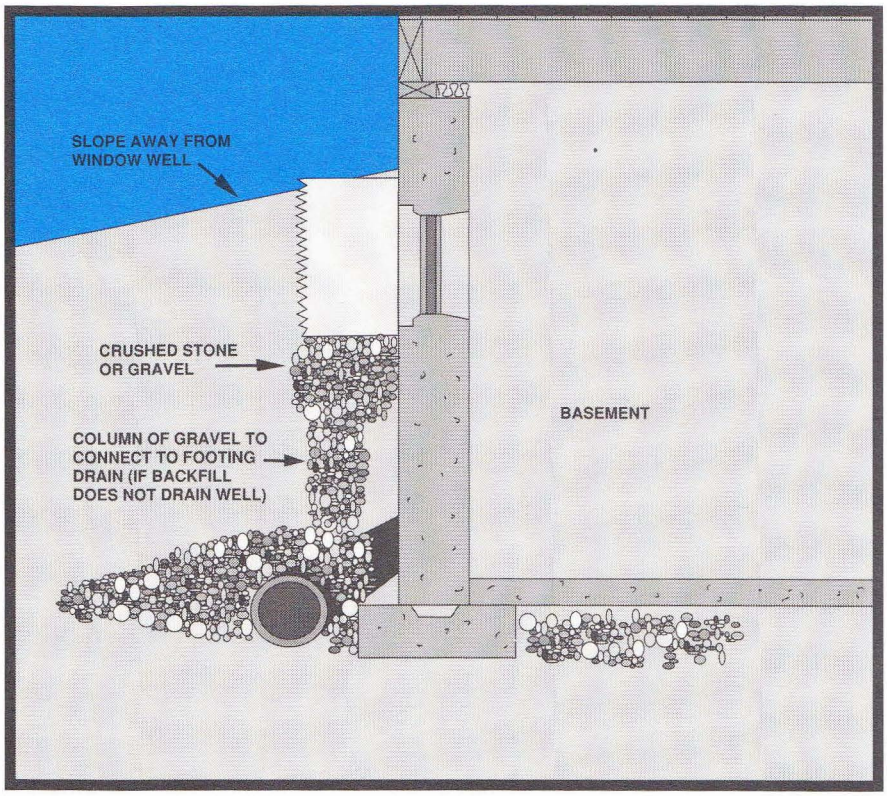

**FIGURE 41**
- If the *backfill* below the well does not drain well, then the bottom of the well can be connected to a *footing drain* via a 150 mm diameter column of crushed stone or gravel wrapped in filter cloth or a strip of glass fibre insulation. (See Figure 41.) Perforated *footing drain* pipe is often used to encase this gravel column.